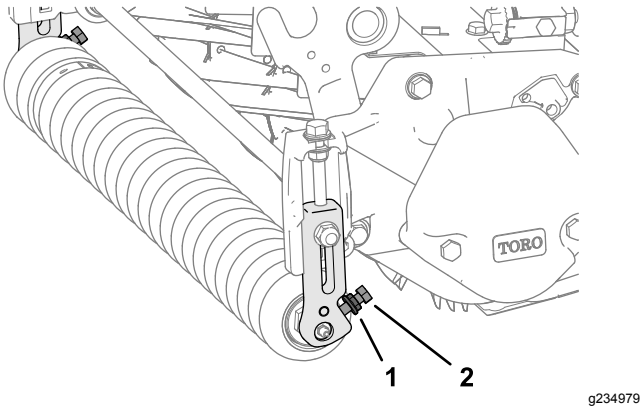

Figura 2
2. Afloje las 2 tuercas con arandela prensada dentada y los 2 pernos que sujetan el eje del rodillo delantero a los soportes del rodillo de los soportes de altura de corte izquierdo y derecho (Figura 2).